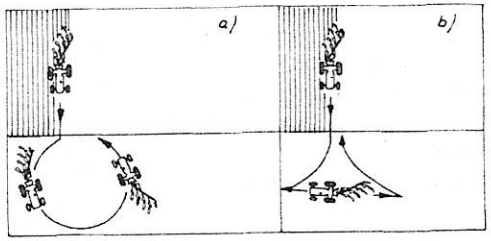

Rys. 6. a) Nawrót o 180°; **b)** Nawrót trójpunktowy.
a) Wykonywanie nawrotów (Rys. 6.)